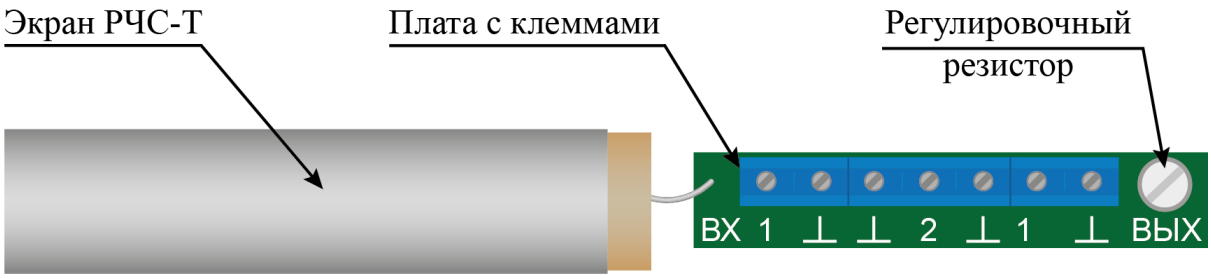

Рисунок 7.31
– отсоединить гермовводы каждого РЧС-Т, вынуть экраны с платой (рисунок 7.31), выдвинуть платы из экрана для обеспечения доступа к регулировочному резистору;
– установить регулировочный резистор (рисунок 7.31) каждого РЧС-Т в положение максимальной чувствительности (вращать по часовой стрелке до упора), при этом сигнальный светодиод БОС может загореться;